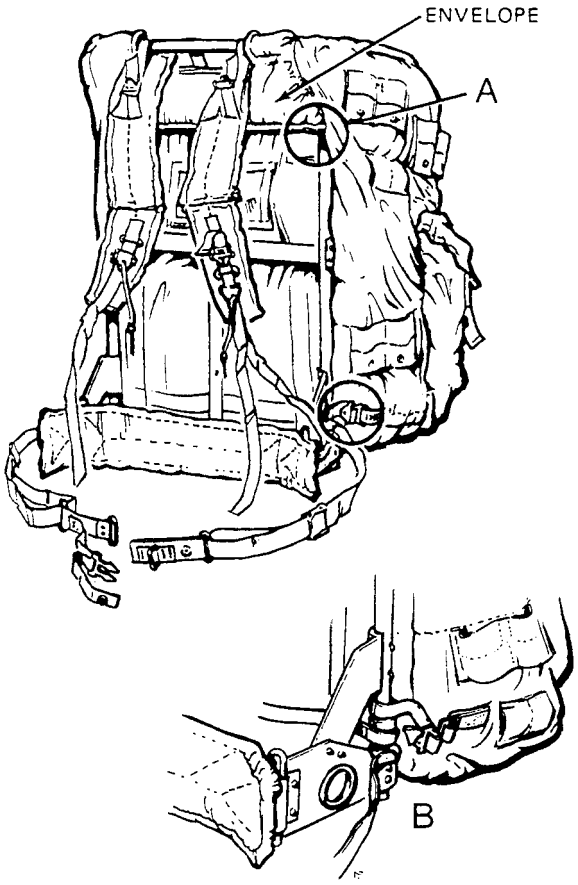

Figure 2-18.—Attaching the large pack to the frame.
When the medium pack is to be worn in extreme cold climates, it must be worn on the frame. See figure 2-18 for the manner of attachment. Using the frame prevents accumulation of perspiration in the area where the pack makes contact with the back of the individual, which could cause rapid cooling of the individual.
Figure 2-18 shows the large pack on the pack frame. To attach it to the frame, complete the following steps:
1. Insert the bare frame into the envelope on the back of the pack. (See fig. 2-18, view A.)
2. Secure the bottom of the pack to the frame, as shown. Note that the webbing is looped around the frame TWICE before buckling. Attach the shoulder straps and waist straps as previously described. (See fig. 2-18, view B.)